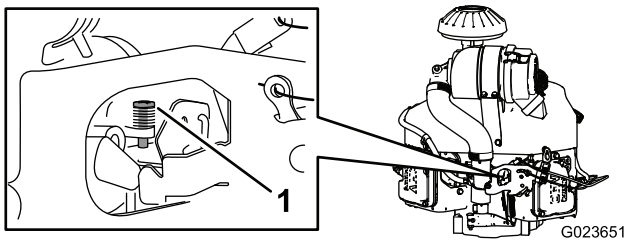

Figur 68
4. Juster stoppskruen på forgasseren (Figur 68) slik at tomgangshastigheten er 1350 til 1550 o/min.